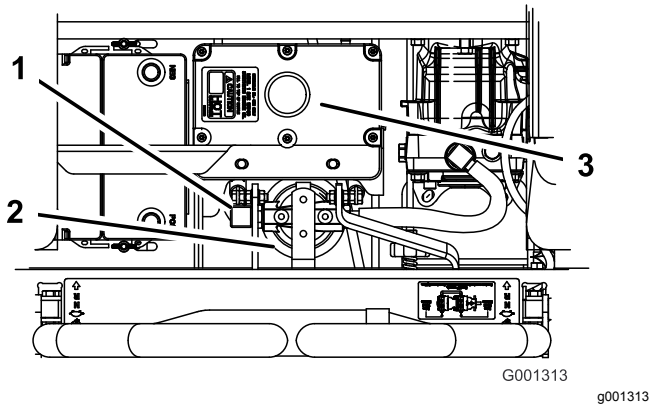

Figuur 100
4. Verwijder de rechter hydraulische leiding die naar het tussenstuk gaat (Figuur 100).
6. Monteer de rechter hydraulische leiding op het tussenstuk (Figuur 100).